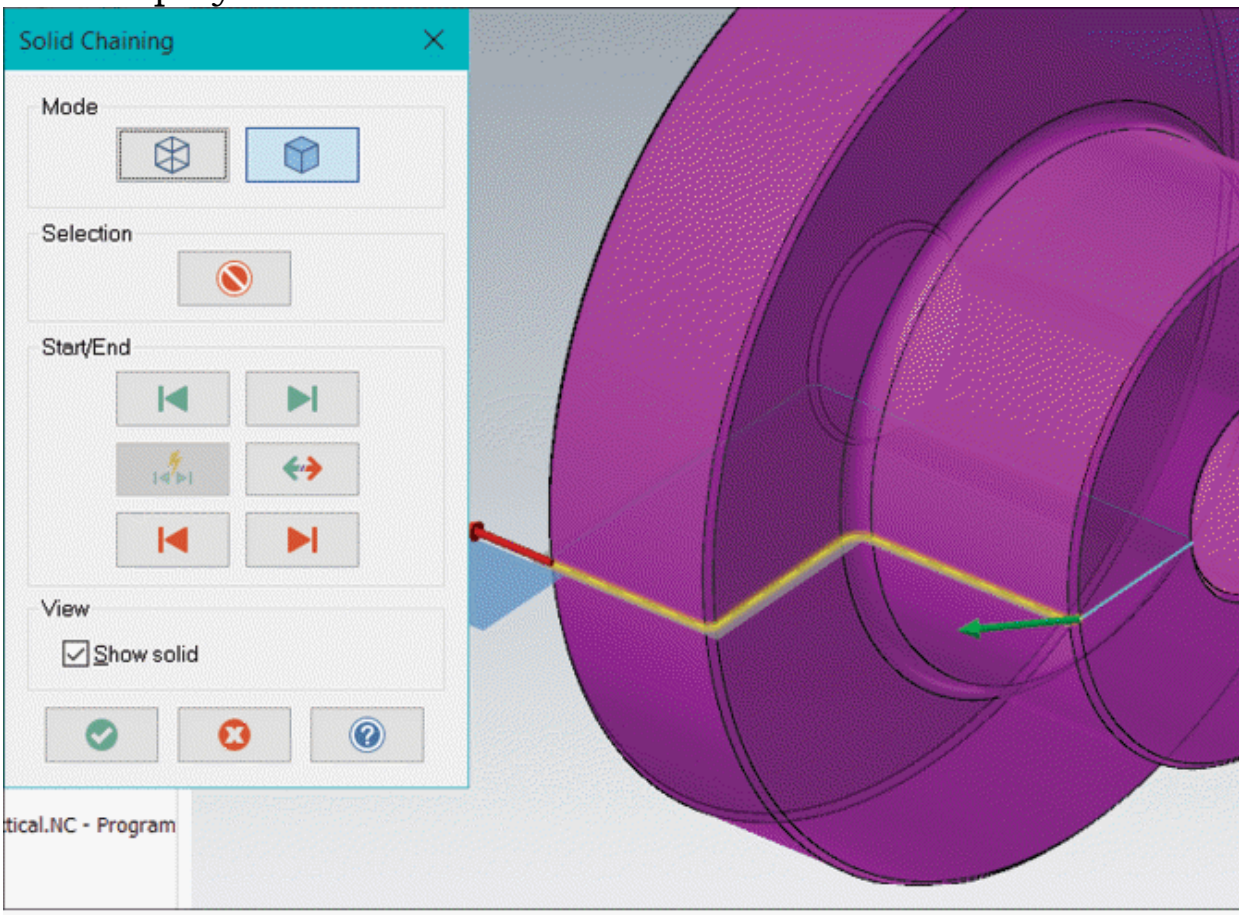

Figure-42. Entities selected for roughing operation
- Select the outer curves of the model including chamfer and round; refer to Figure-42 and click on the **OK** button from the **Solid Chaining** dialog box. The **Lathe Rough** dialog box will be displayed.